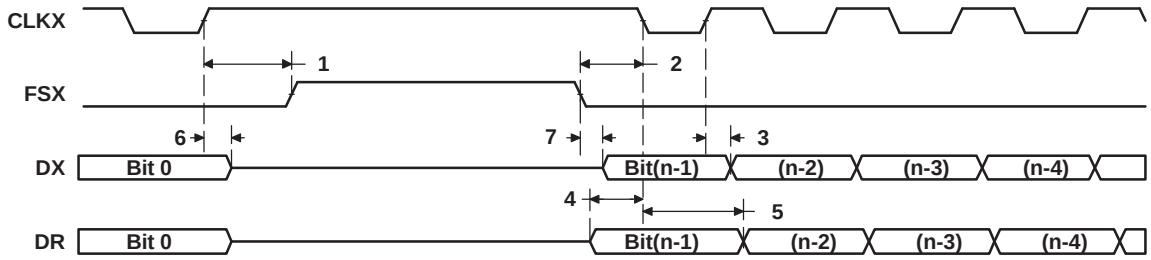

Figure 6-30. McBSP Timing as SPI Master or Slave: CLKSTP = 11b, CLKXP = 1
Table 6-49. Timing Requirements for McBSP as SPI Master or Slave: CLKSTP = 11b, CLKXP = 1[(1) (2)] (see Figure 6-30)
(1) P = SYSCLK3 period in ns. For example, when running parts at 600 MHz, use P = 10ns.
(2) For all SPI Slave modes, the rate of the internal clock CLKG must be at least 8 times faster than that of the SPI data rate. User should program sample rate generator to achieve maximum CLKG by setting CLKSM = CLKGDV = 1.
Table 6-50. Switching Characteristics Over Recommended Operating Conditions for McBSP as SPI Master or Slave: CLKSTP = 11b, CLKXP = 1[(1) (2)] (see Figure 6-30)